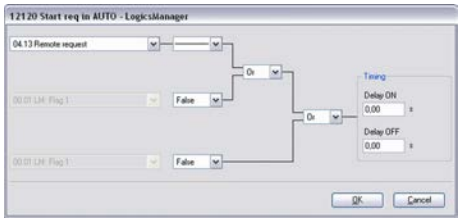

Fig. 180: LogicsManager function "Start req in AUTO"
3. Configure the LogicsManager function "Start req in AUTO" as shown in (Fig. 180).